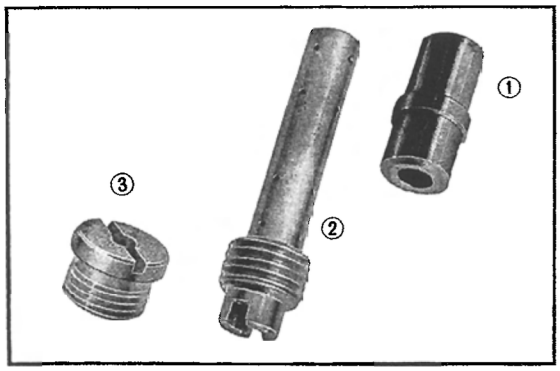

Fig. 3.126 Main jet, needle jet holder, and needle jet
① Gasket
② Valve seat
③ Valve
④ Float
from the needle jet. **(Fig. 3.126).** When the vacuum piston is fully closed (when it works as the primary venturi) or when the vacuum piston is half closed, the tapered portion of the jet needle installed on the vacuum piston (16) squeezes the fuel in order to prevent excessive fuel passage from the needle jet. **(Fig. 3.124)**